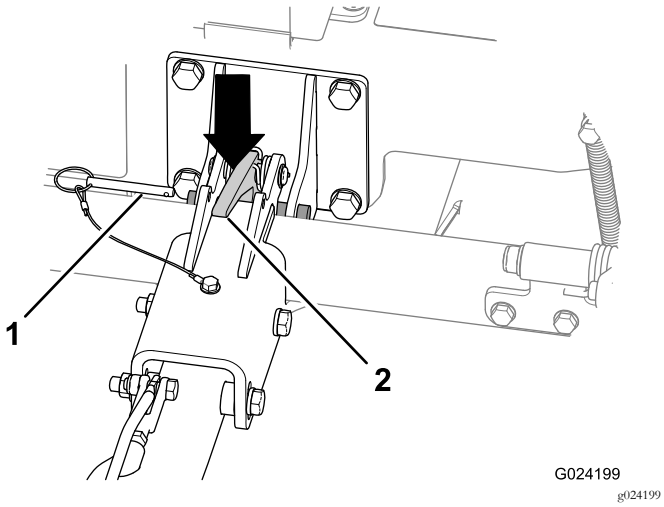

Figur 28
A. Dra ut låspinnen (Figur 28).
C. Tryck nedåt på dragkrokens spärrhak för att låsa upp dragkroken (Figur 28).